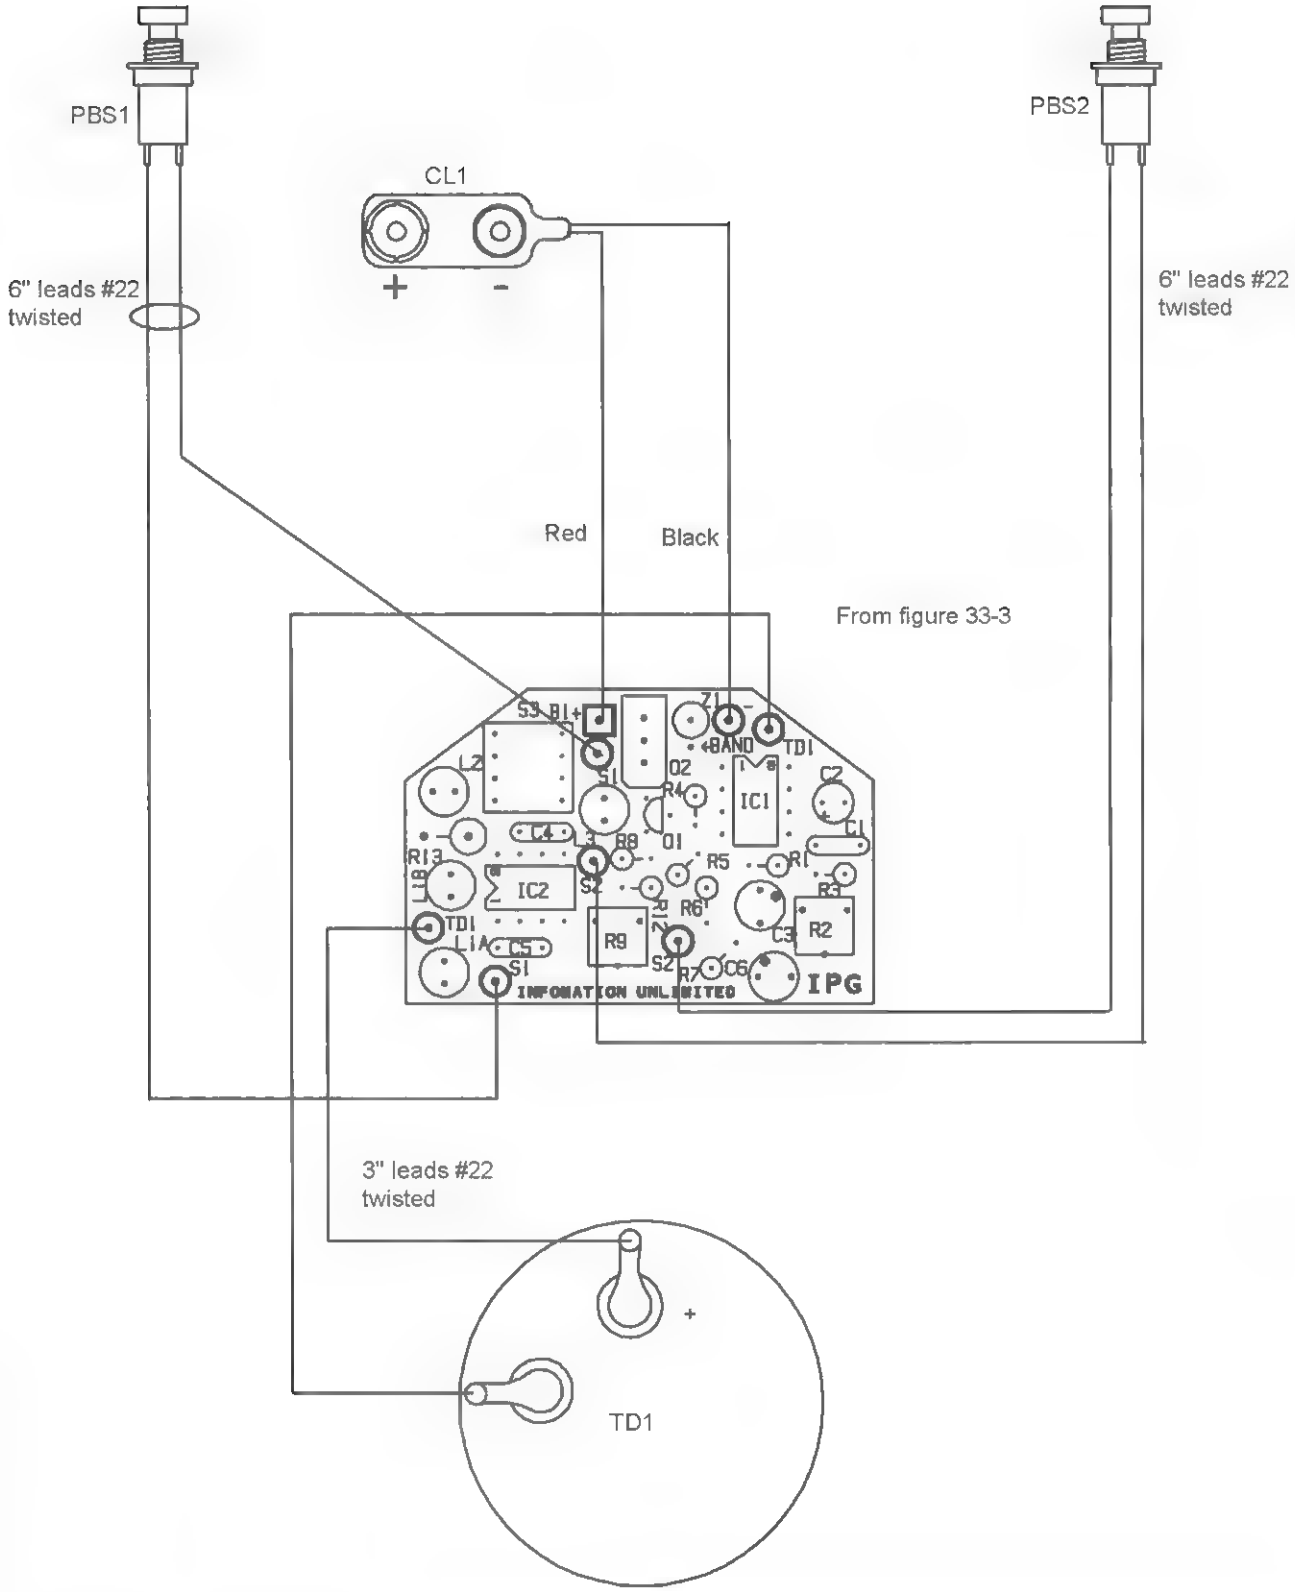

Figure 33-4 *External wiring*
3. Attach external leads to components as shown in Figure 33-4, noting the individual lengths and twisted pairs.